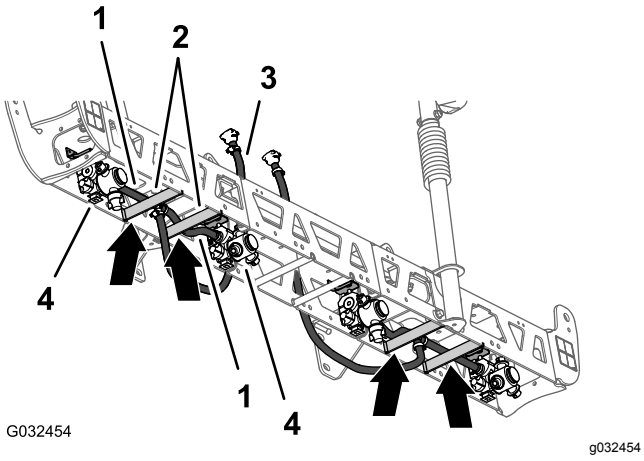
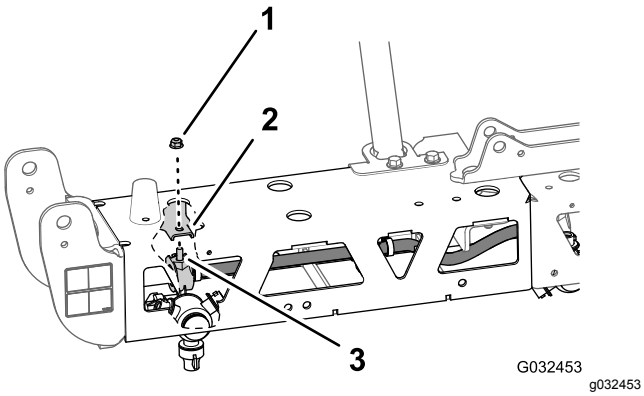

Rysunek 59
Rysunek 60
1. Poprowadź zespół węża 13 mm i dyszy między poprzeczkami kratownicy zewnętrznej (Rysunek 59).
2. Poprowadź wąż i dyszę nad poprzeczką kratownicy i od zewnątrz zewnętrznego mocowania dyszy (Rysunek 59).
3. Przełóż śrubę z łbem sześciokątnym (5/16 x ¾ cala) dyszy zraszacza przez otwór w mocowaniu dyszy i luźno zamocuj dyszę do mocowania nakrętką kołnierzową zabezpieczającą (5/16 cala) z zestawu wykończeniowego systemu zraszania GeoLink (Rysunek 60).
4. Poprowadź drugi zespół węża 13 mm i dyszy między poprzeczkami kratownicy zewnętrznej (Rysunek 59).
5. Poprowadź wąż i dyszę nad poprzeczką kratownicy i od wewnątrz wewnętrznego mocowania dyszy (Rysunek 59).
6. Przełóż śrubę z łbem sześciokątnym (5/16 x ¾ cala) dyszy zraszacza przez otwór w mocowaniu dyszy (Rysunek 60) i luźno zamocuj dyszę do mocowania nakrętką kołnierzową zabezpieczającą (5/16 cala) odkręconą w krokach 1 oraz 4 procedury Demontaż dyszy zraszacza (Strona 27).
8. Poprowadź wąż i złącze z występem 13 x 810 mm do boku środkowej sekcji zraszania w kierunku strony z lewym i prawym wspornikiem (Rysunek 59).
9. Powtórz kroki od 1 do 8 dla drugiego zespołu węża i dyszy przy drugiej kratownicy zewnętrznej (Rysunek 59 oraz Rysunek 60).